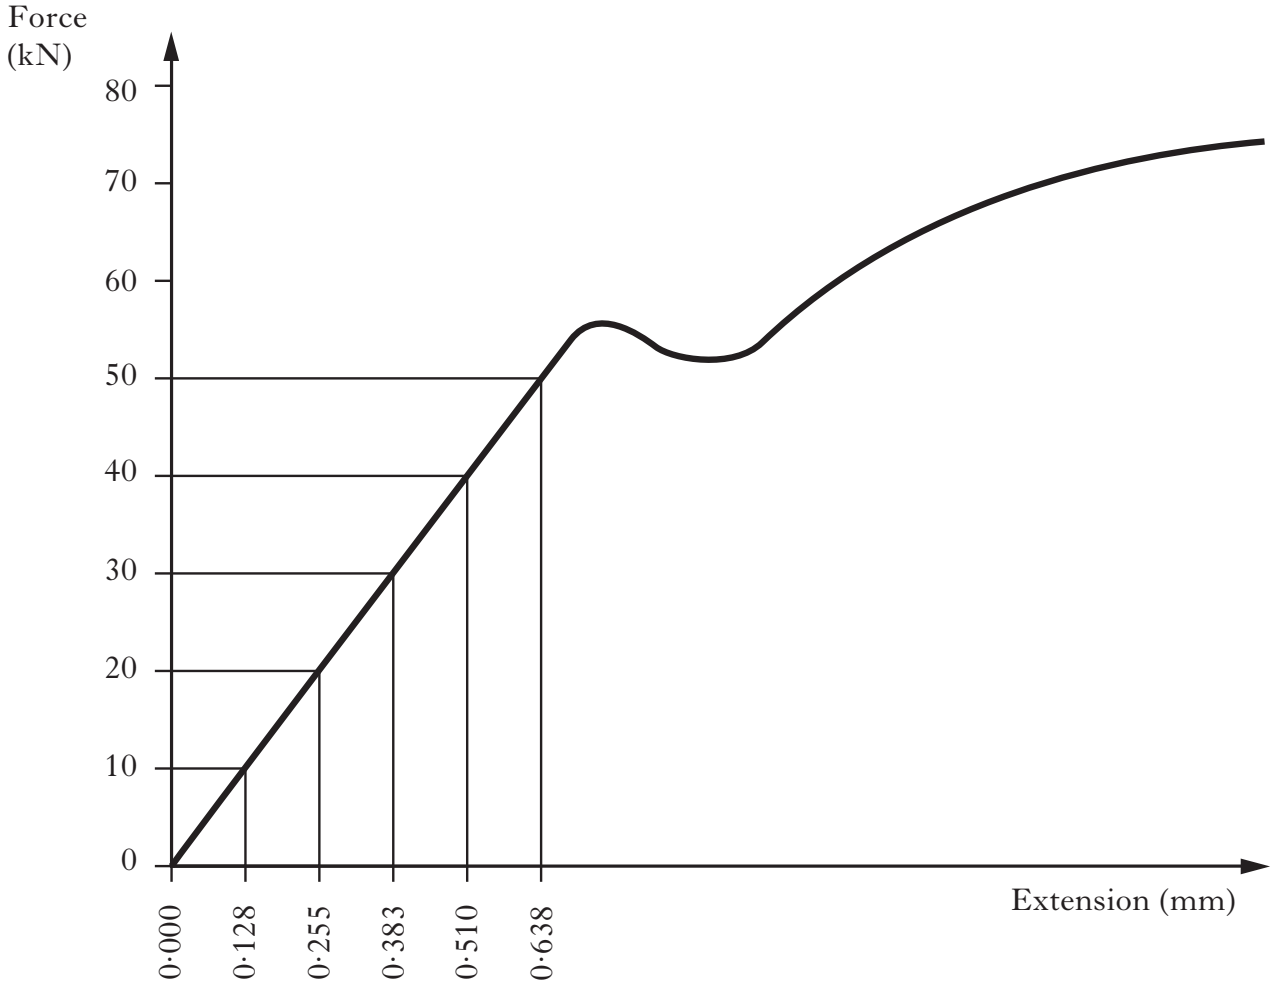

Figure Q5
5. A load-extension graph for a standard test specimen is shown in Figure Q5.